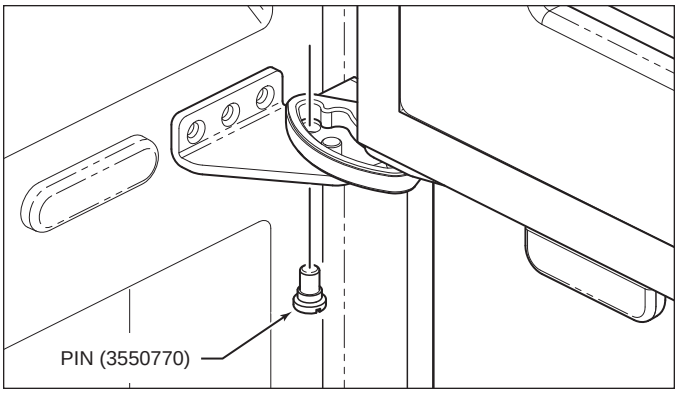

Figure 2-12. 90° Stop Pin (611G-3, 650G-3)
b. Insert door stop pin up into threaded hole in lower cabinet hinge and tighten (See Figure 2-12).